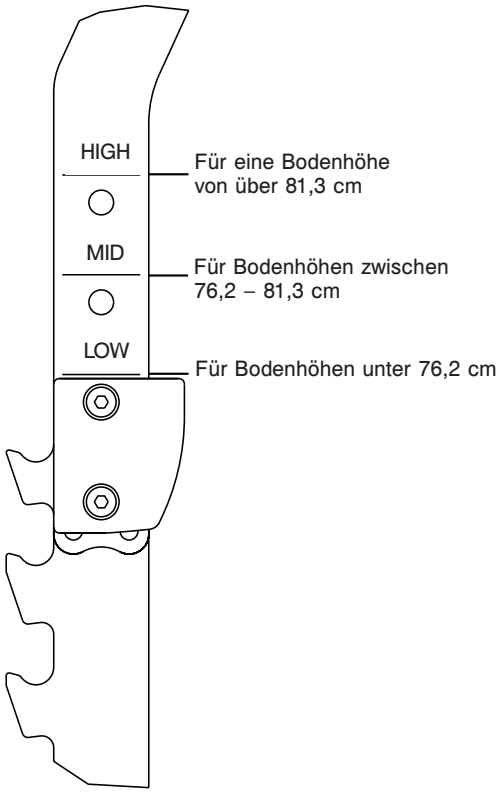

Abbildung 12
3. Je nach erforderlicher Tragenladehöhe HIGH, MID oder LOW (Hoch, Mittel oder Niedrig) auswählen (siehe Abbildung 12). Zum Beispiel: